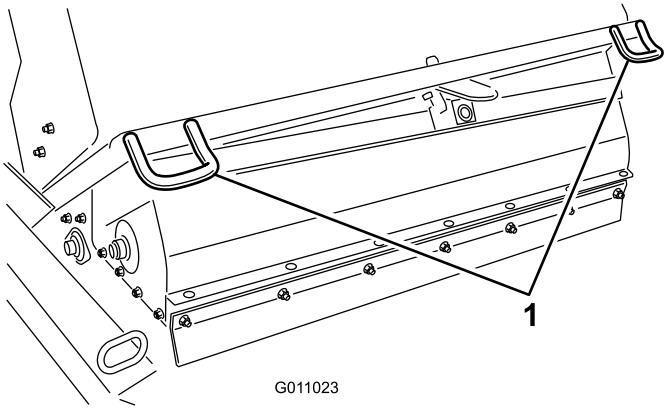
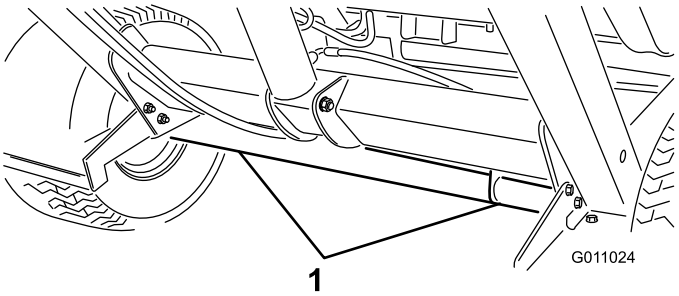

Figur 27
Figur 28
- När uppsamlaren transporteras ska fästpunkterna användas för att fästa maskinens främre del (Figur 27) och axeln (Figur 28) ska användas för att fästa maskinens bakre del till släpet. Om något annat än de korrekta fästpunkterna används kan maskinen skadas.